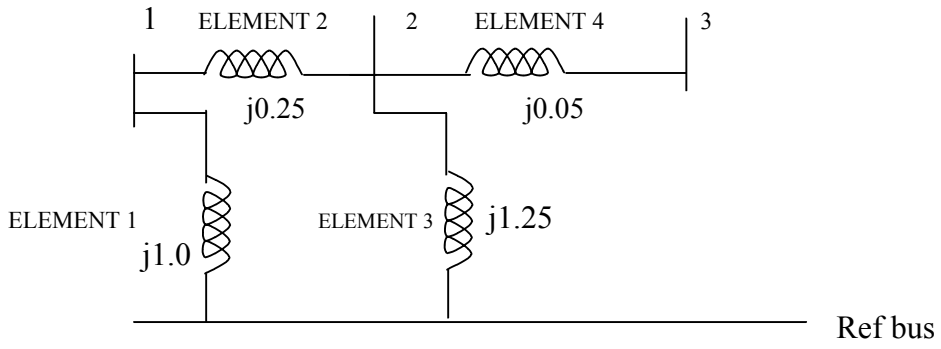

Fig Q.12 (a)
12.a) Determine Z bus using bus impedance matrix building algorithm by adding the lines as per increasing element number. The reactance diagram of the system is shown in Fig. Q.12(a).